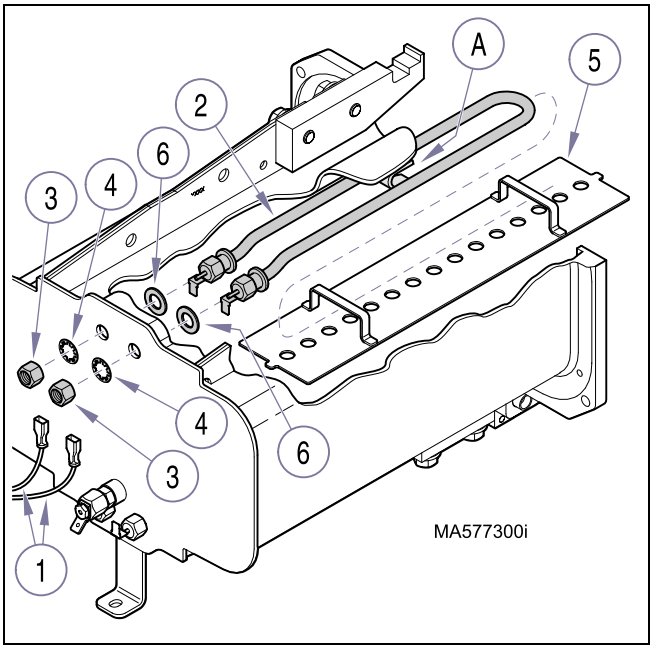

Figure 4-32. Upper Heating Element
(1) Unplug Sterilizer from outlet.
(2) Open door and remove all trays and tray rack (refer to para 4.6).
(3) Remove reservoir (refer to para 4.35).
(4) Tag electrical leads (1, Figure 4-32) for later installation then, disconnect leads from terminals of heating element (2).
(5) Remove nuts (3) and washers (4) that secure heating element (2) to chamber.
The heating element (2, Figure 4-32) is slightly bent on the ends near the electrical connections. When installing into holes in back of chamber, the bends must be sloped downward. Assure the front of the heater element is secured in the hook bracket (A) located in front of chamber.
(1) Install heater gaskets (6, Figure 4-32) on ends of heating element (2) and place element in position on upper tray plate weldment (5).